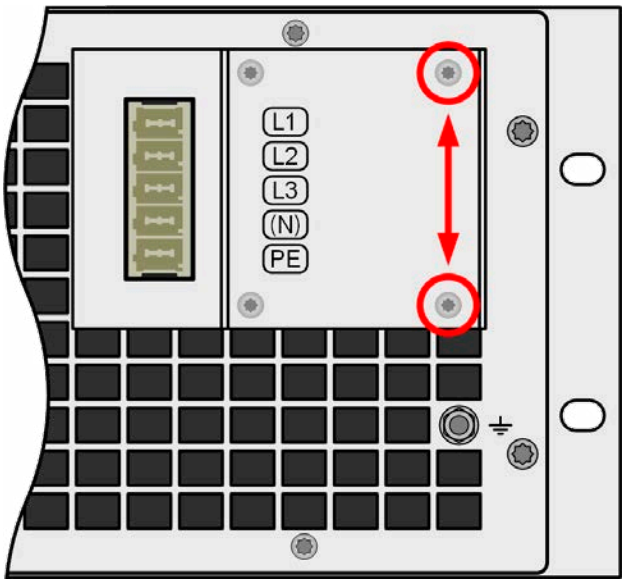

Bild 10 - Montageposition des Haltewinkels
1. Am AC-Filter die beiden rechten Schrauben lösen, wie im *Bild 10* unten markiert.